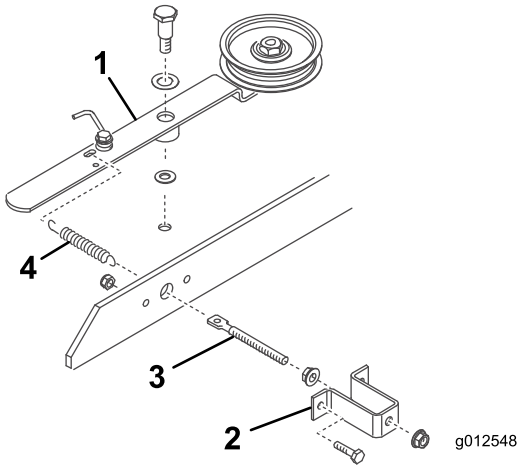

Figure 20
3. Thread a flange nut (5/16-18 inch) approximately 2 inches (5 cm) onto the threaded rod (Figure 20).
4. Insert the end of the threaded rod through the large hole in the spring bracket and loosely secure it with another flange nut (5/16-18 inch) (Figure 20). Do not tighten the flange nuts.
5. Insert the other end of the threaded rod through the hole in the bridge bar and secure the spring bracket to the bridge with 2 bolts and locknuts (Figure 20).
6. Hook the short loop of the spring into the hole in the threaded rod and the long loop in the hole in the idler arm (Figure 20).
7. Mount the idler pulley arm to the deck with the following parts, in this order: a pivot screw (3/8-16 inch), a thrust washer (1/2 inch), the idler arm, a thrust washer (3/8 inch), the deck, and a locknut (3/8-16 inch) (Figure 20). (Do not tighten the flange nuts on the threaded rod at this time. Adjust the spring tension after the blower assembly and belt have been installed.)